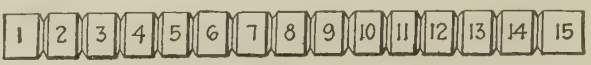

FIG. 242.
Metcalf's Experiment.—To show the effect of different degrees of heat on the strength, appearance, and hardness of the heated and quenched tool steel, take a piece of steel about ½ in. in diameter and 6 or 7 in. long, and with a pointed tool, cut shallow grooves ½ in. or so apart and number the sections (Fig. 242). Put one end of the piece in the fire and allow it to get white hot (very much overheated) before the other end is hot enough to harden at all. Plunge into water and after thoroughly drying break off as many sections as are necessary to show: (1) That the overheated end is weak—breaks easily—and the grain is very coarse; (2) that as succeeding pieces are broken the blow necessary to break them is increasingly greater, and the grain size is finer; (3) that the end